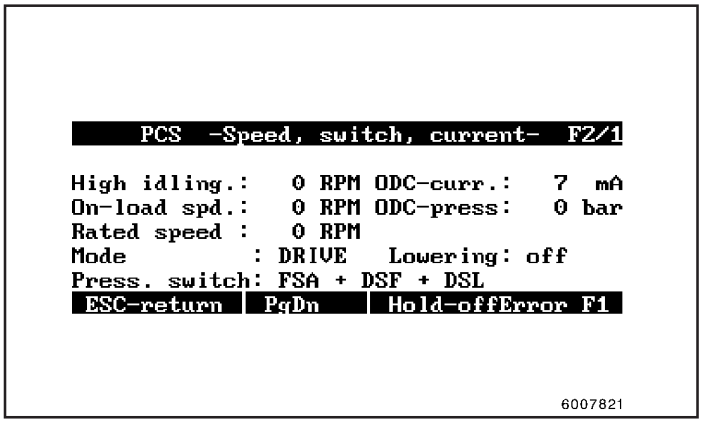
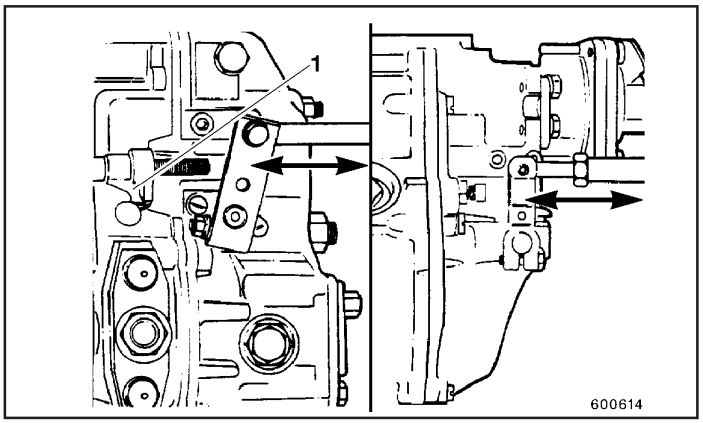

Fig.7
Fig.9
O PCS tem faixas de rotação fixas para cada tipo de máquina (Fig. 7)
- Leia a rotação nominal no menu F2/1 do dispositivo de teste EDS (Fig. 7)
Se a rotação nominal em HEAVY estiver muito baixa e se ela não pode ser aumentada por meio da diminuição da corrente HEAVY (Fig. 7), a alavanca de regulagem da bomba injetora (Fig. 9) encosta parafuso limitador.